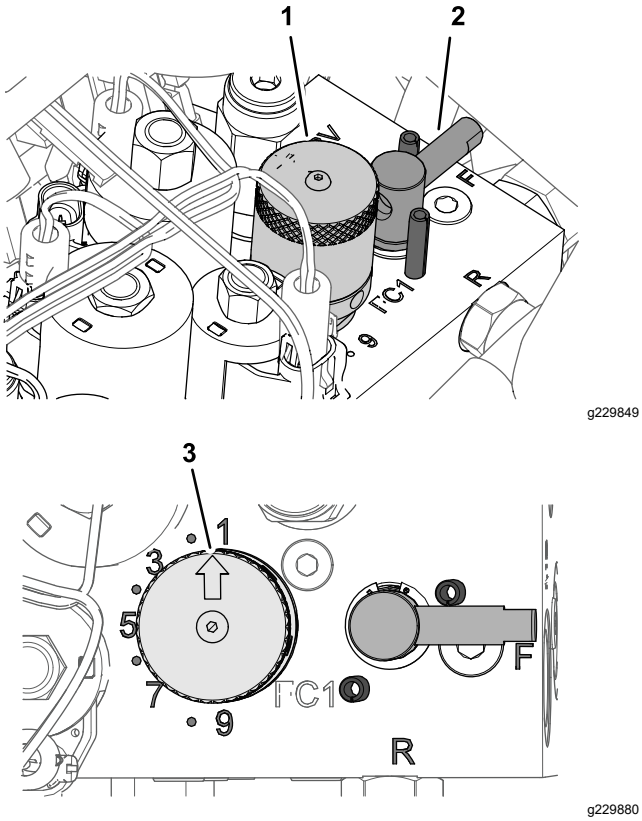

Figure 65
5. To adjust the reel speed by rotating the knob of the reel-speed control (Figure 65) until the indicator arrow are in line with the number that you determined in step 3.